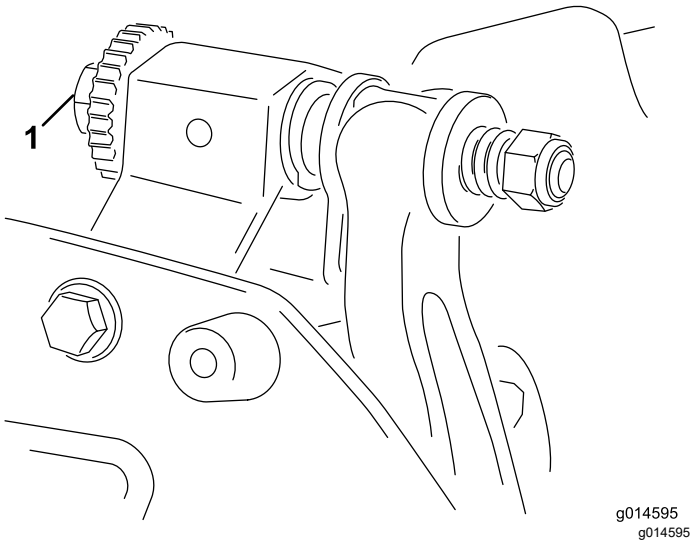

图 8
A. 顺时针旋转底刀架调节螺丝图 8一次调整一格直到感觉并到听到轻微的接触。
6. 向右转动底刀架调节螺丝图 8通过左右滑动薄垫片直至感到薄垫片上存在轻微的压力。取出薄垫片。